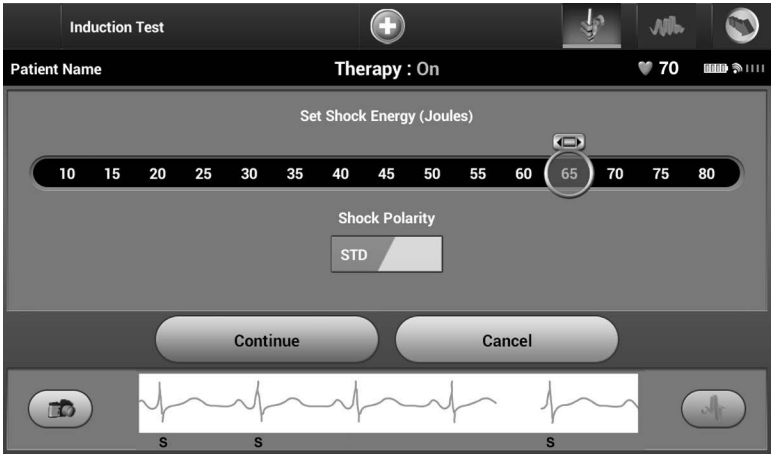

Figure 34: *Setting the desired first shock energy for defibrillation testing*
3. Select either standard (STD) or reverse (REV) polarity (Figure 34).